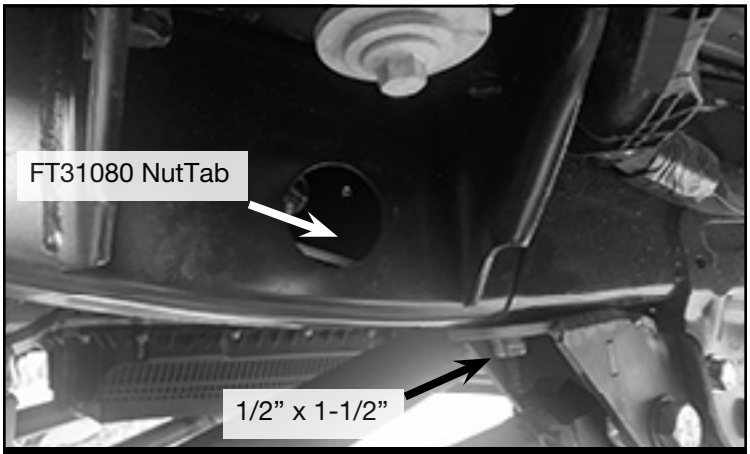

FIGURE 17 - STEP 21
21. Install the supplied FT31080 (Nut Tab) through the factory frame opening and install the 1/2” x 1-1/2” bolt, washer and split washer to attach the new 4-link bracket to the frame. **SEE FIGURE 17.** Torque 3/4” hardware to 380 ft-lbs and the 1/2” hardware to 106 ft-lbs.